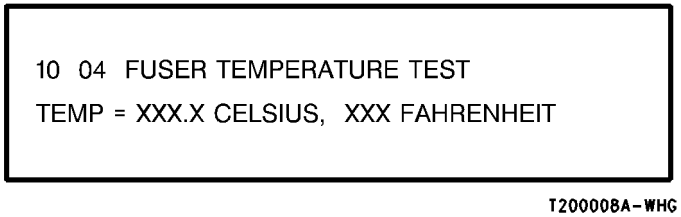

**Figure 3 Fuser Temperature Test Screen**
5. ( Figure 3): Check the bond paper fusing temperature, using the Temperature Sensitive Tape, when the following message is displayed.